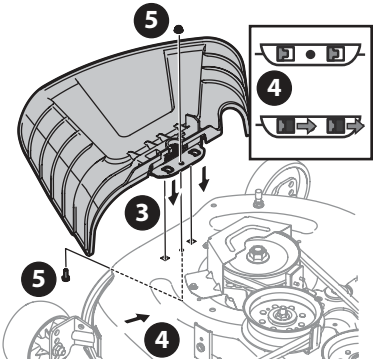

Fig. 18
3. Placez le déflecteur d'éjection sur le plateau de coupe en insérant les pattes du déflecteur d'éjection dans les trous du plateau de coupe (Fig. 18).
4. Glissez le déflecteur d'éjection vers l'arrière de l'appareil jusqu'à ce que le trou du boulon sur le déflecteur d'éjection s'aligne avec le trou du plateau de coupe (Fig. 18).